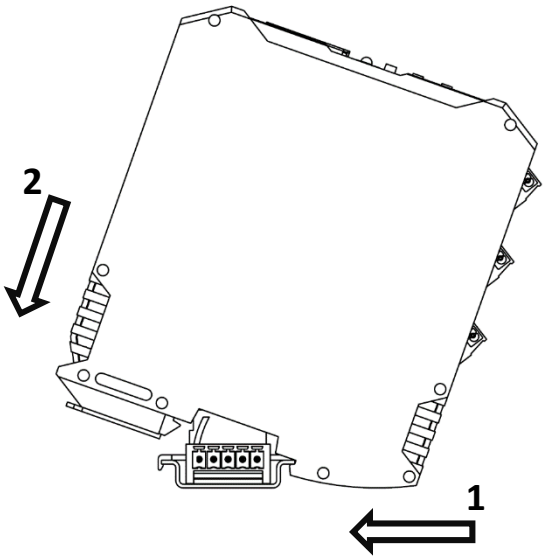

Abbildung 2: Montage auf die DIN-Schiene
> **!** Die Control Module können auch ohne Busadapter betrieben werden, sie werden dazu wie in **Abbildung 2** beschrieben auf die Hutschiene montiert. Jedes Modul muss dann separat mit 24 VDC versorgt werden.
2. Das Modul mit leichter Neigung auf die DIN-Schiene schieben bis die untere Nut komplett eingerastet ist. Siehe **Abbildung 2**.